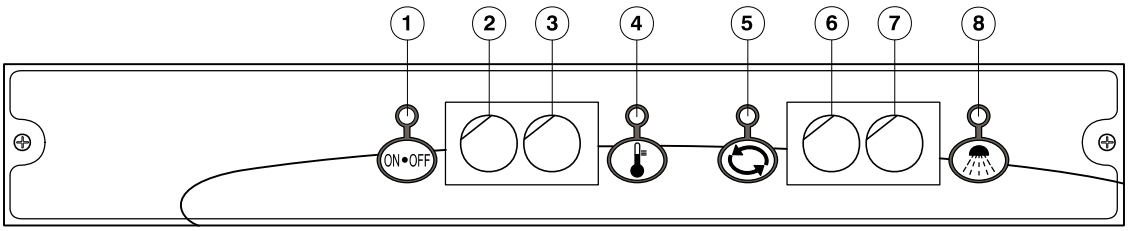

Рис. 14b
3. если имеется откачивающий насос, запустите его, нажав и удерживая в нажатом состоянии требуемое время кнопку «ПУСК ОТКАЧИВАЮЩЕГО НАСОСА» (7) (рис. 14b, стр. 19)
3. откачивающим насосом (если имеется) полностью откачайте воду из машины. Для включения насоса нажмите и держите нажатой требуемое время кнопку «ПУСК ОТКАЧИВАЮЩЕГО НАСОСА» (7) (рис. 14b, стр. 19).